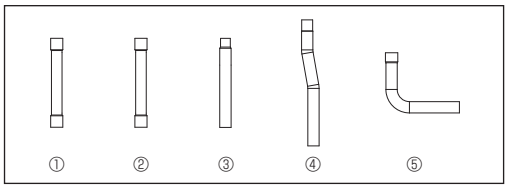

Fig. 1-1
1.6. Accessoires de l'appareil extérieur (Fig. 1-1)